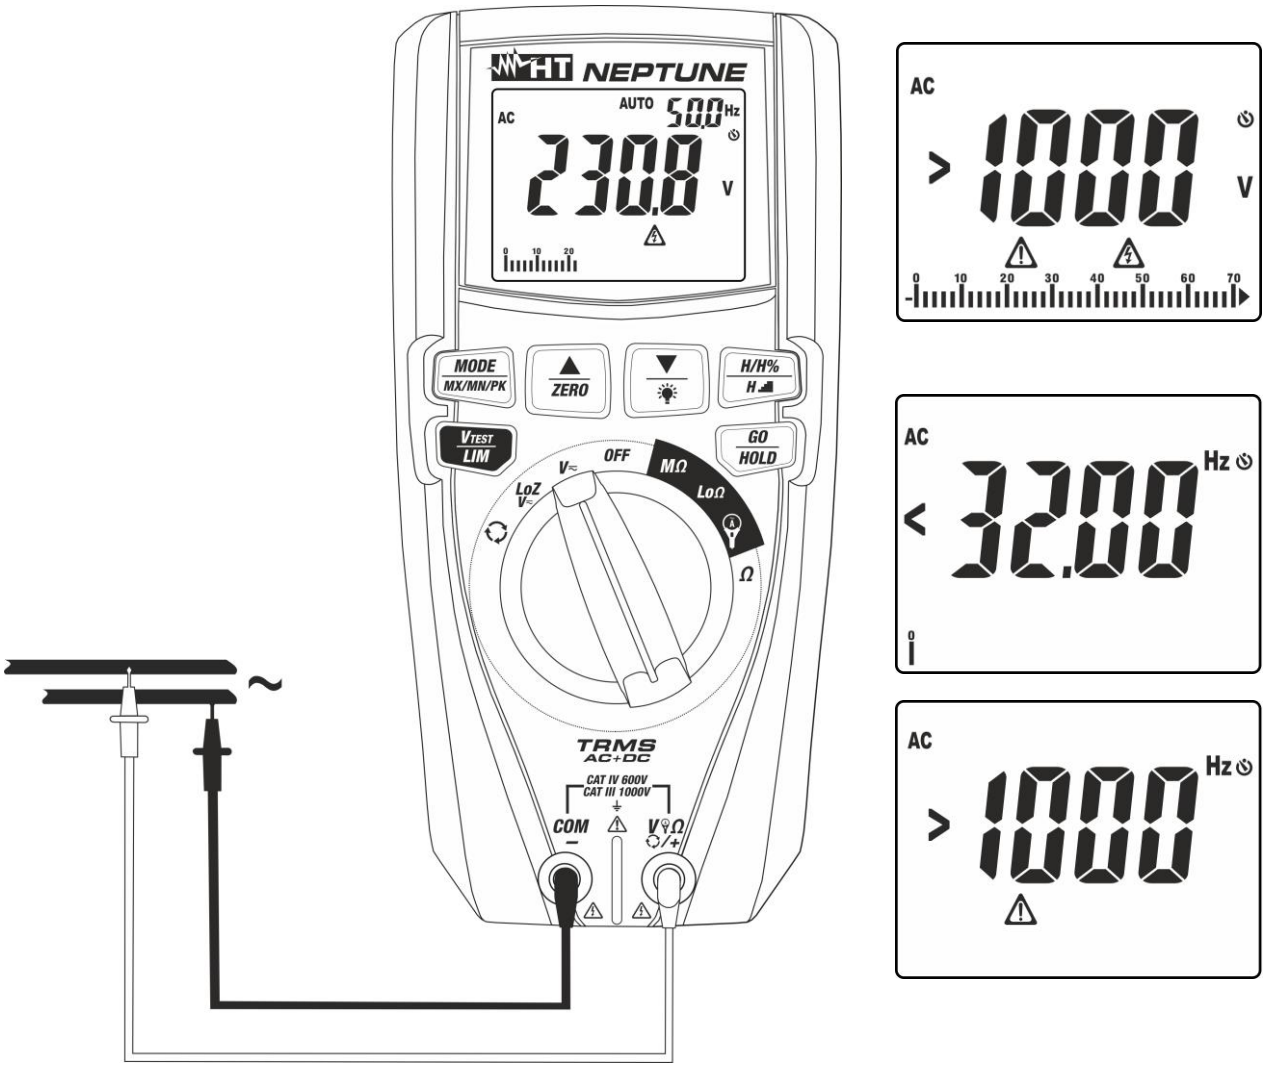

Fig. 7: Uso do instrumento para medir Tensões CA
4. Colocar a ponteira vermelha e a ponteira preta respetivamente nos pontos do circuito em exame (ver Fig. 7). O valor da tensão é apresentado no display. Na parte superior direita do display é apresentado o valor da frequência da tensão. Premir o botão **MODE/MXMNPK** para visualizar o valor da frequência com maior resolução.
5. Se no display aparecer a mensagem "**>1000V**" (ver Fig. 7) atingiu-se o fundo de escala do instrumento
6. Se no display aparecerem as mensagens "**<32Hz**" ou “**>1000Hz**” (ver Fig. 7) o valor da frequência está fora do intervalo da medição **32Hz ÷ 1000Hz**